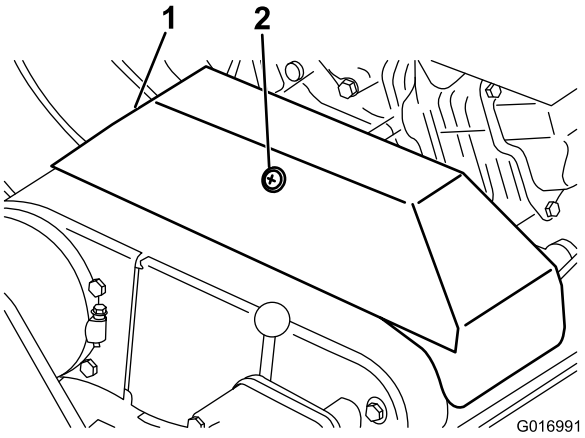

Figur 40
2. Løsne på holderen som fester V-remdekslet, og vri til dekslet åpner seg (Figur 40).